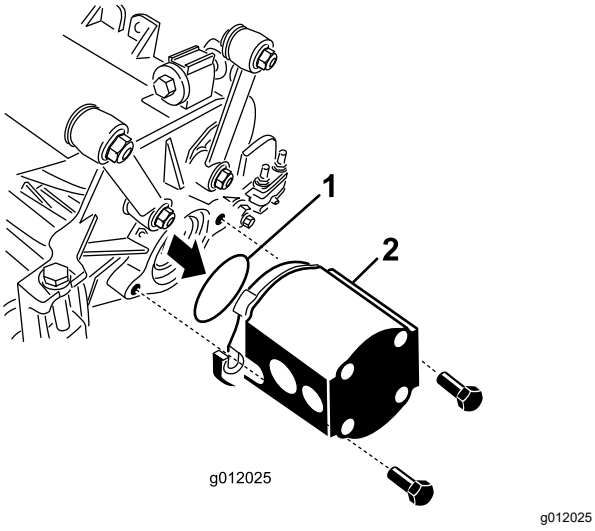

Figuur 25
5. Plaats de O-ring (meegeleverd met de maai-eenheid) op de flens van de aandrijfmotor (Figuur 25).
6. Monteer de motor op het aandrijfuiteinde van de maai-eenheid en zet deze vast met de twee bijgeleverde inbusbouten (Figuur 25).